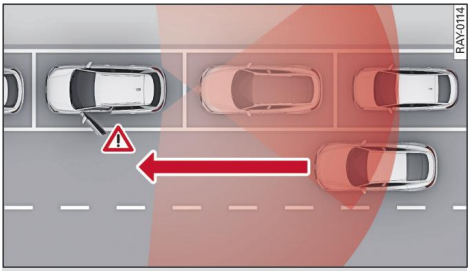

Fig. 98 Detected traffic approaching from behind
The exit warning system can recognise other road users approaching from behind (within certain system limits) and warn you as you get out of the vehicle ⇨ *Fig. 98*. The system uses the data from the radar sensors at the rear corners of the vehicle.
– The area covered by the sensors ⇨ *Fig. 98* is an example and does not represent the range of the sensors to scale.